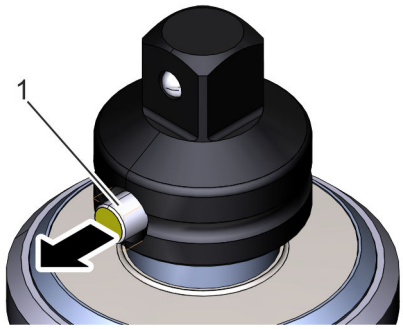

Abb. 19: Scherbolzen entnehmen
2. Scherbolzen (Abb. 19/1) entnehmen. Ggf. einen Splintentreiber zu Hilfe nehmen, um den Scherbolzen auszutreiben.